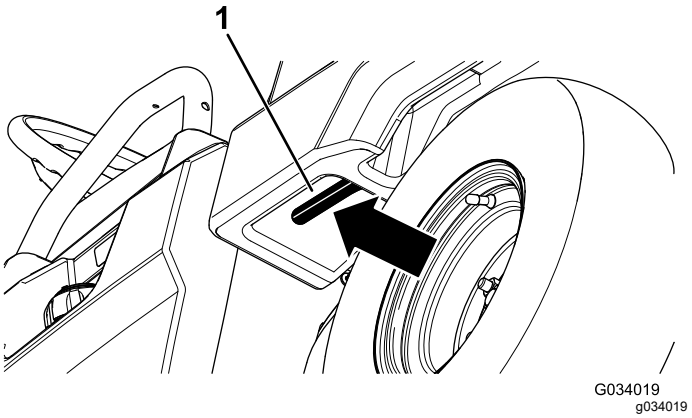

Figur 15
1. Træk håndtaget til venstre på ladets inderside mod dig, og løft ladet op (Figur 15).
1. Hæv ladet en anelse ved at løfte låsegrebet op (Figur 15).